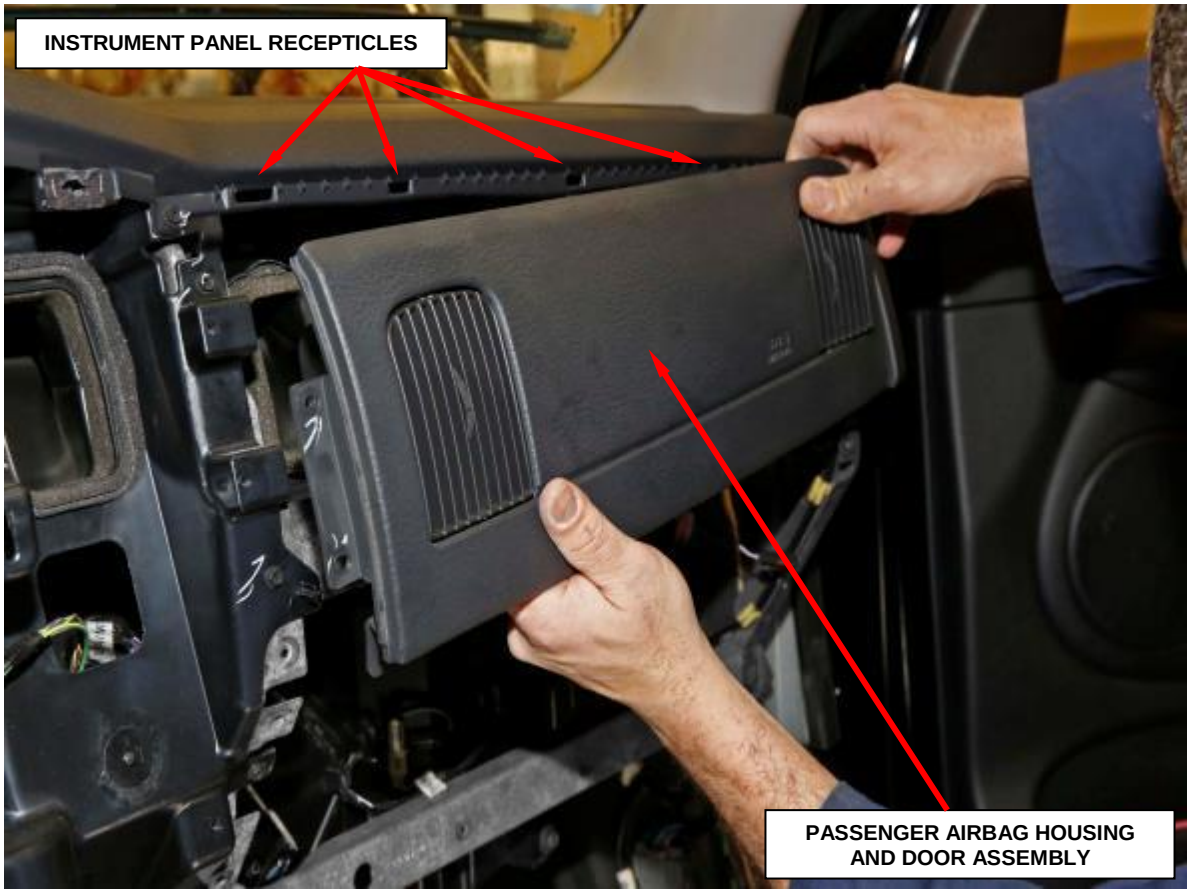

Figure 29 – Passenger Airbag Housing and Door Unit
15. Using a trim stick or another suitable wide flat-bladed tool, gently pry the upper and outboard edges of the passenger airbag door away from the instrument panel far enough to disengage the seven snap features on the door from the receptacles in the instrument panel base trim (Figure 29).
16. Pull the passenger airbag housing and door assembly straight back from the instrument panel far enough to access the instrument panel wire harness take out and connector for the airbag located on the inboard side of the airbag assembly (Figure 29).